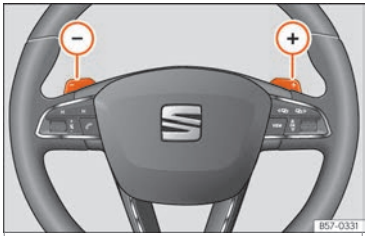

Fig. 260 Steering wheel: automatic gearbox levers
– Press the gearshift paddle ⊕ to select a higher gear ››› Fig. 260.